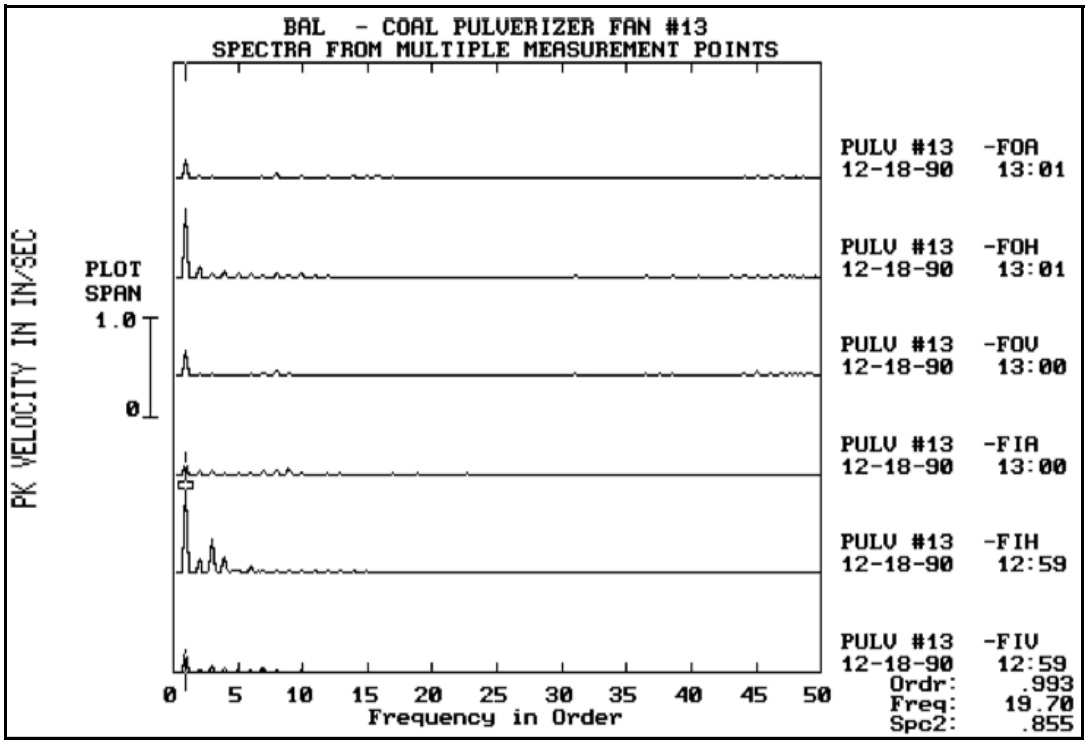
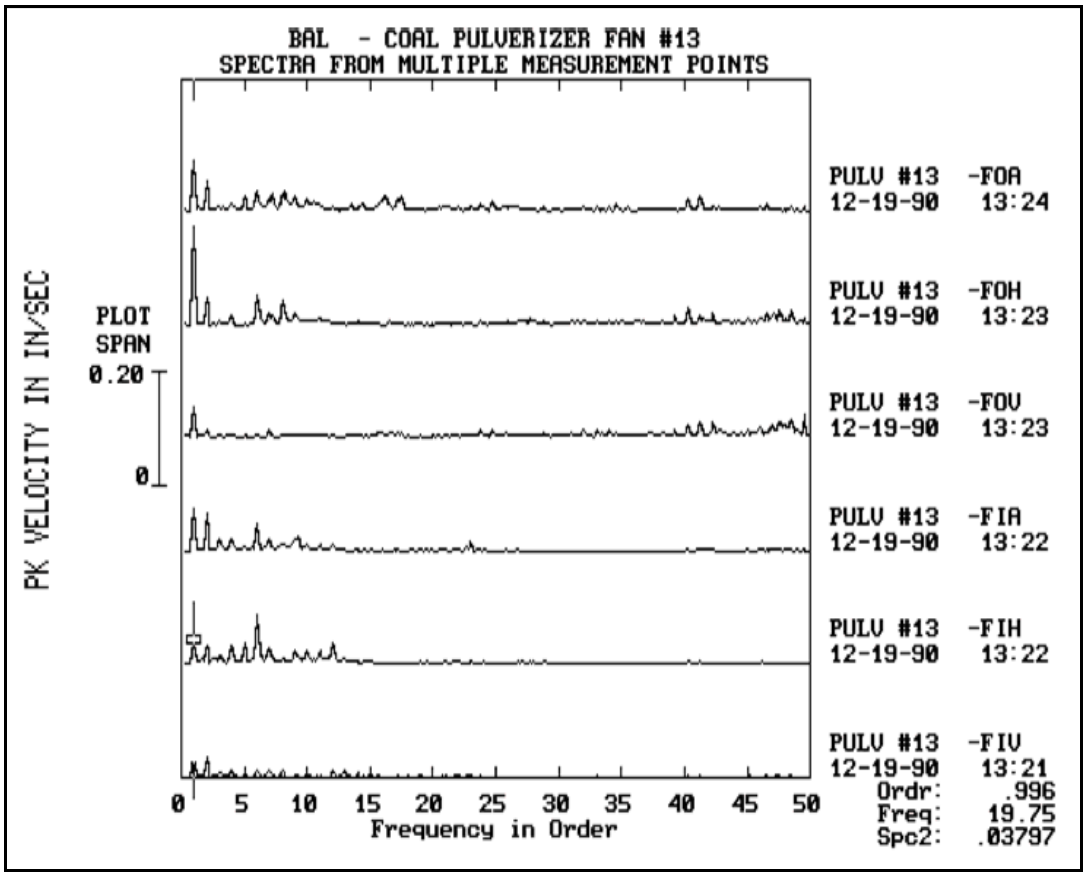

Figure 11
Figure 15
The multiple point plot in Figure 11 shows all three measurement positions on each of the two pulverizer bearings.
Due to the inaccessibility of the outboard (hammer) disk, this balance job called for a single plane application. In this case, accelerometers were mounted in the two horizontal positions on the fan bearings. The first balance shot of 41 ounces brought the vibration down to the levels illustrated in Figure 15.
The six measurement points shown in Figure 15 show the data collected after the unit was balanced. Note the amplitude scale decreased from a full scale range of 1.0 IPS (Figure 11) to 0.2 IPS (Figure 15). No single peak exceeds an amplitude of 0.2 IPS.
4) Low Amplitude Turning Speed harmonics (Figure 15)
6) Less than 2g swing (Figure 15)